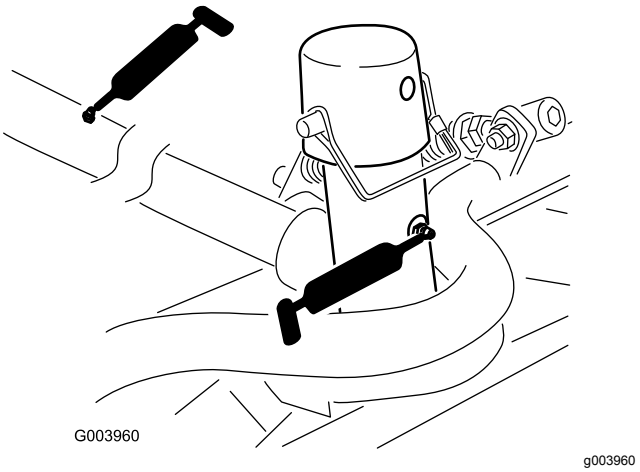

Figur 40
- Klippenhetens bärram och svängtapp (2 var) (Figur 40)